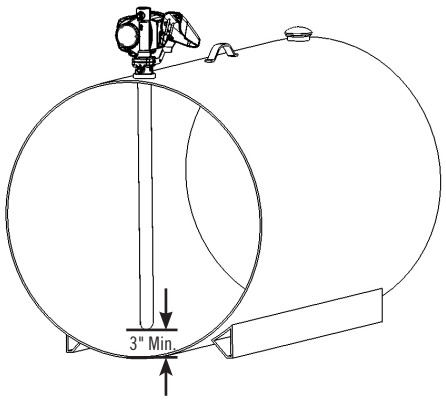

Figure 1
1. Thread the 1-¼" pipe into the tank adapter. Seal threads liquid tight with appropriate sealant (Figure 1).